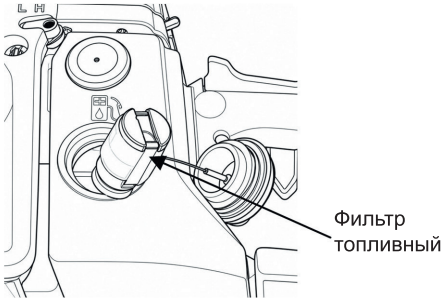

Рис. 33
3. Согните кусок мягкого провода в виде небольшого крючка. Зацепите крючком топливный шланг с фильтром и вытяните через заливную горловину топливный фильтр (Рис. 33).